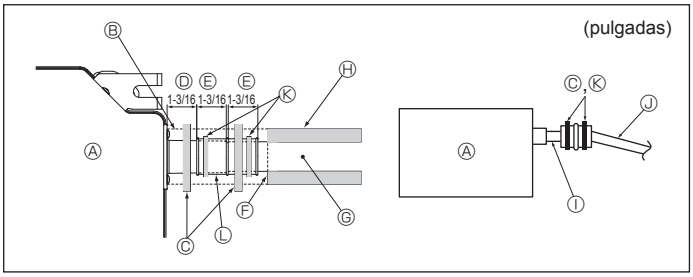

Fig. 6-2
1. Conecte el tubo de desagüe (suministrado con la unidad) al orificio de desagüe. (Fig. 6-2)